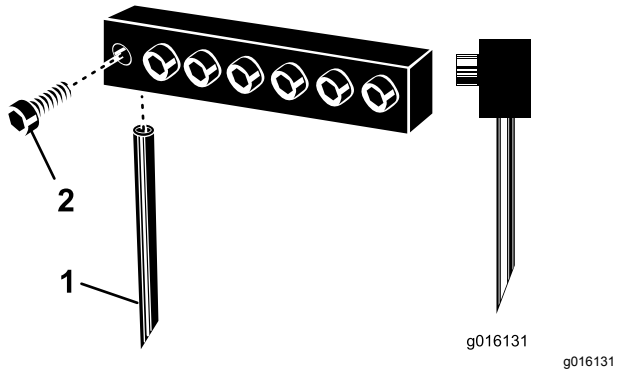

Figuur 30
3. Draai de klembouten los en verwijder de eerder gebruikte tanden (Figuur 30).
Opmerking: Holle tanden moeten worden geplaatst met de sleuf naar de achterzijde. Volledig gevulde tanden moeten met de hoek van de punt naar de machine wijzen (Figuur 30).